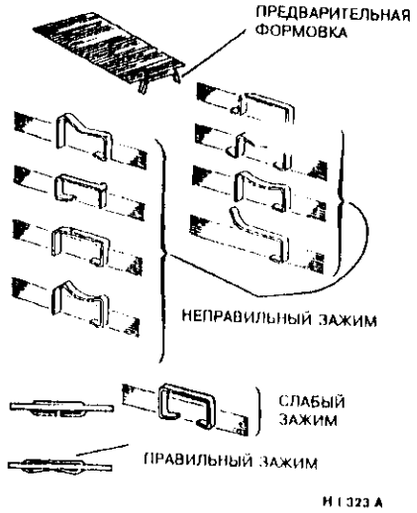

Рисунок 1. Заранее загнутые и неправильно загнутые скрепки
2. (Рисунок 1) Если копии не сшиваются, скрепки загибаются неправильно или выпадают, выполните пункт **"Удаление застрявших скрепок" (этап 1)**.